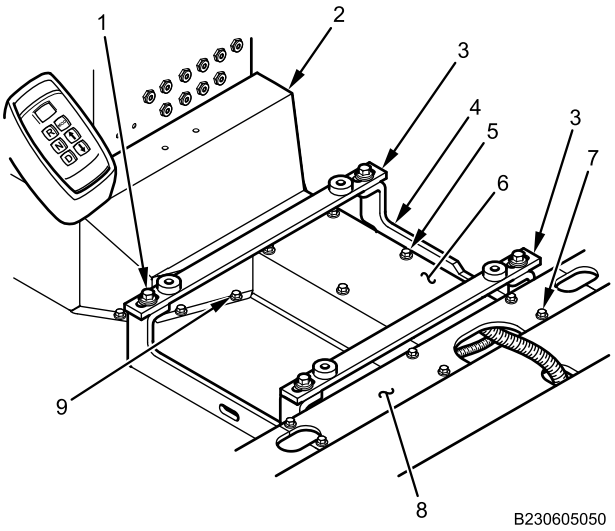

Figure 12. Electrical Harness Storage Duct Center Rear Cover.
5. Install eight bolts (Figure 12, Item 9) securing PDM harness electrical storage shield (Figure 12, Item 2) to floor. Tighten bolts securely.
6. Install six bolts (Figure 12, Item 5) on electrical harness storage duct center cover (Figure 12, Item 6) and tighten securely.
7. Install four bolts (Figure 12, Item 1) with flat washers, and new lockwashers securing crossbars (Figure 12, Item 3) to center mounting bracket (Figure 12, Item 4). Tighten bolts securely.
8. Install electrical harness storage duct rear center cover (Figure 12, Item 8) with six bolts (Figure 12, Item 7). Tighten bolts securely.